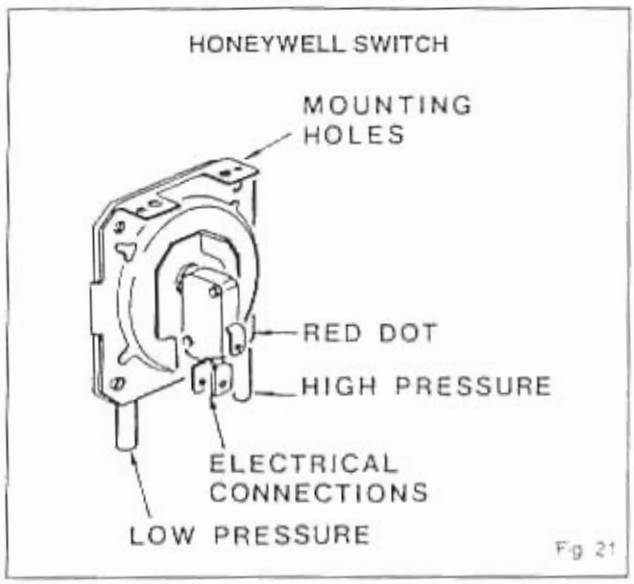

Fig 21
- Re-assemble all the components in reverse order and replace all the gaskets fitted onto the gas line. Check the gas soundness before fitting the outer case. Ensure that all seals are correctly fitted and that the pressure sensing lines are correctly fitted as shown in figs. 21 and 22. Ensure that the earth connection is correctly refitted. Note that the polarity (Line and Neutral) is immaterial.